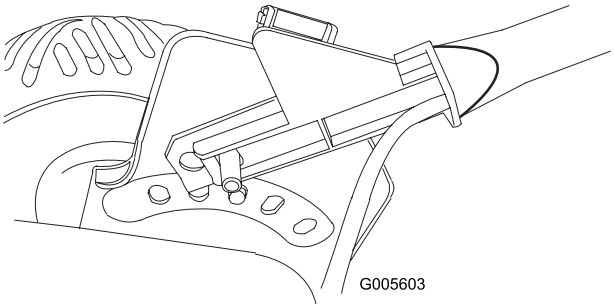

Figur 5
3. Hold venstre nedre håndtaksende i korrekt stilling og før kabelføreren på høyre nedre håndtaksende, skyv håndtaksenden og kabelføreren innover og monter på tappen på høyre håndtaksbrakett (Figur 5).